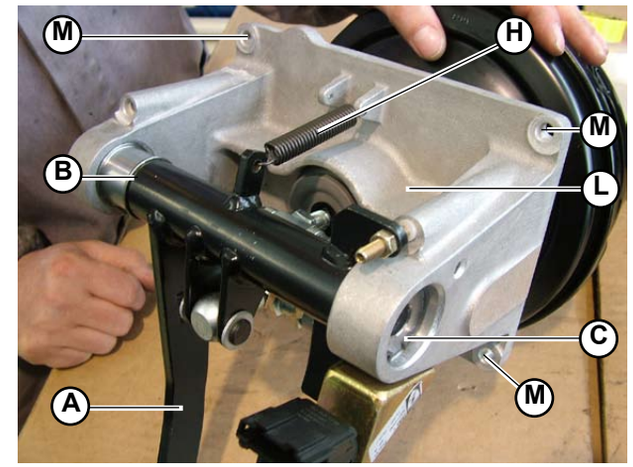

Fig.1
5. Connect the pedal to the support using the spring (**H-Fig.1**) (1 spring for E-Gear cars, 2 for manual gearbox cars).
6. Fix the pedal cluster support (**I-Fig.1**) to the car floor using the 4 screws (**M-Fig.1**).